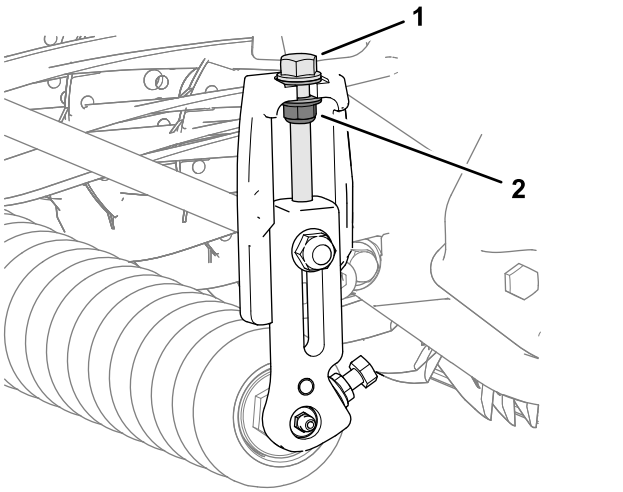

Figuur 1
1. Zet de 2 flensborgmoeren los aan de 2 stelschroeven voor de maaihoogte (Figuur 1).